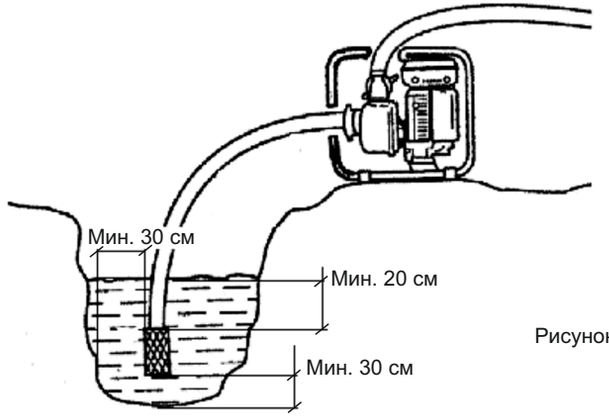

Рисунок 3
- постоянно следите за положением сетчатого водозаборника на конце всасывающего рукава, который должен находиться на расстоянии не менее 30 см от стенок и дна водоема и на 20 см ниже зеркала воды в водозаборе (водоеме, колодце откуда будет производиться забор воды) (рис. 3.).